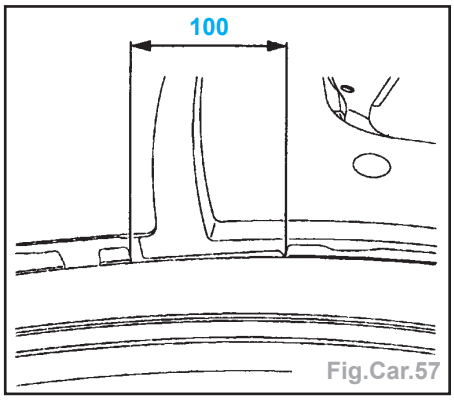

Fig.Car.57
- par points électriques (avec l'équipement AB1) (Fig.Car.57).